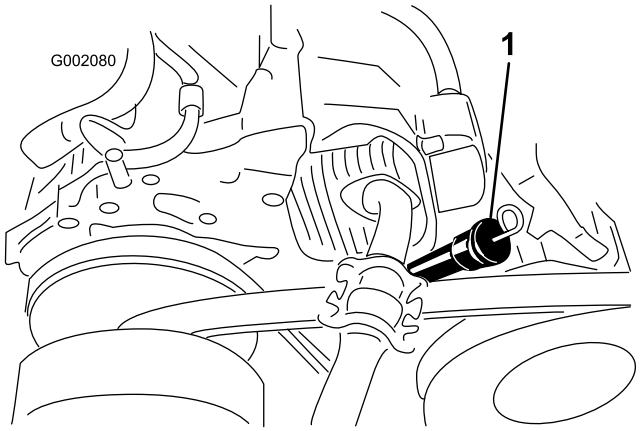

Figura 41
8. Pulite la zona circostante l'asta di livello dell'olio e il becco erogatore e rimuovete l'asta (Figura 41).
9. Versate l'olio specificato nel becco erogatore finché non raggiunge il segno Full sull'asta di livello (Figura 41).
10. Inserite l'asta di livello a fondo nel becco erogatore, rimuovete l'asta e controllate il livello dell'olio (Figura 41).
11. Inserite l'asta di livello nel becco erogatore, fino a quando l'asta non è saldamente in posizione (Figura 41).